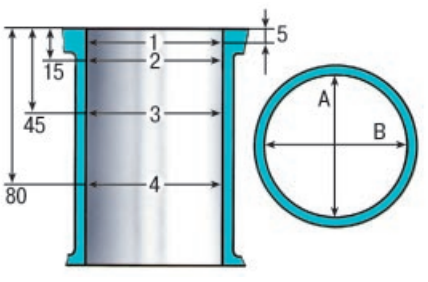

Рис. 5.14. Схема измерения цилиндра
7. Измерьте диаметры цилиндра в двух перпендикулярных плоскостях (рис. 5.14) (**B** – вдоль, **A** – поперек блока цилиндров) и в четырех поясах (1, 2, 3 и 4). Для этого необходим специальный прибор – нутромер. Номинальный размер цилиндра (см. табл. 5.1), овальность и конусность не должны превышать 0,05 мм. Если максимальное значение износа больше 0,15 мм или овальность превышает указанное значение, расточите цилиндры до ближайшего ремонтного размера поршней, оставив припуск 0,03 мм на диаметр под хонингование. Затем отхонингуйте цилиндры, выдерживая такой диаметр, чтобы при установке поршня расчетный зазор между ним и цилиндром был 0,025–0,045 мм. Дефектовку, расточку и хонингование блока проводите в мастерских, имеющих специальное оборудование.